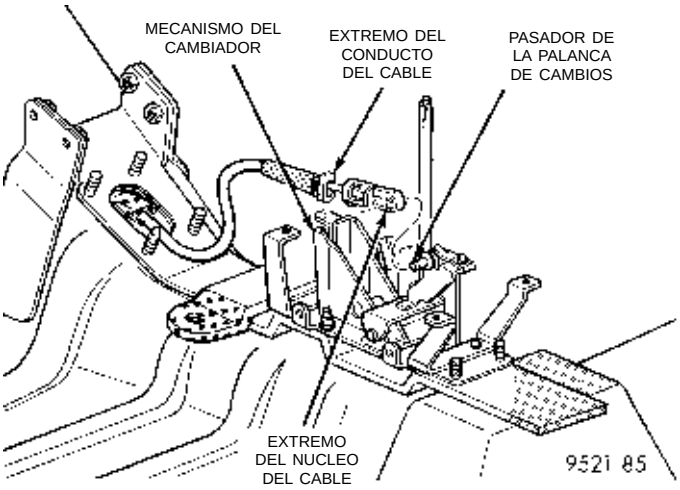

Fig. 14 Cable del cambio de marchas
(3) Retire los tornillos que retienen el marco del indicador del cambio de marchas y retire el marco y la luz indicadora.
(4) Empleando una herramienta de palanca de hoja plana, retire del pasador del cambio de marchas el extremo del cable del cambiador (Fig. 14).